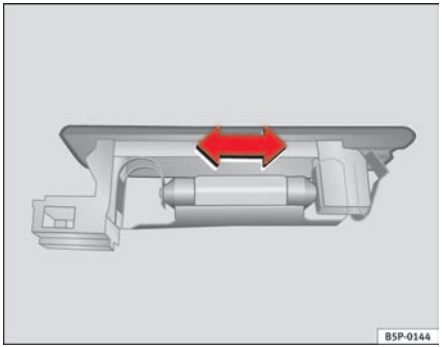

Fig. 195 Luggage compartment light
– Press the lamp sideways and remove it from its housing ⇒ page 256, fig. 195. ■